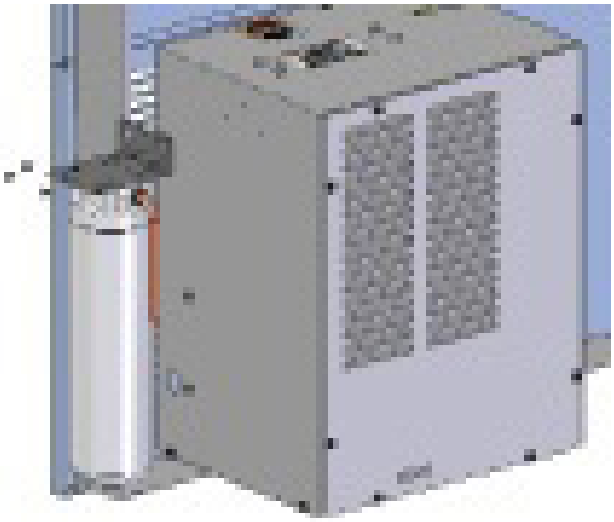

***Figure 4 – LZWS-ERPB8-RF Filter Mounting (not required with EZWS-ERPB8-RF)***
4. **(For LZWS-ERPB8-RF)** If an existing filter is not present, install filter bracket on chiller (Fig. 4), then install the filter head to the bracket, plumb from the filter outlet to the chiller inlet with ¼" poly tubing and ¼ x ¼ union, install filter.